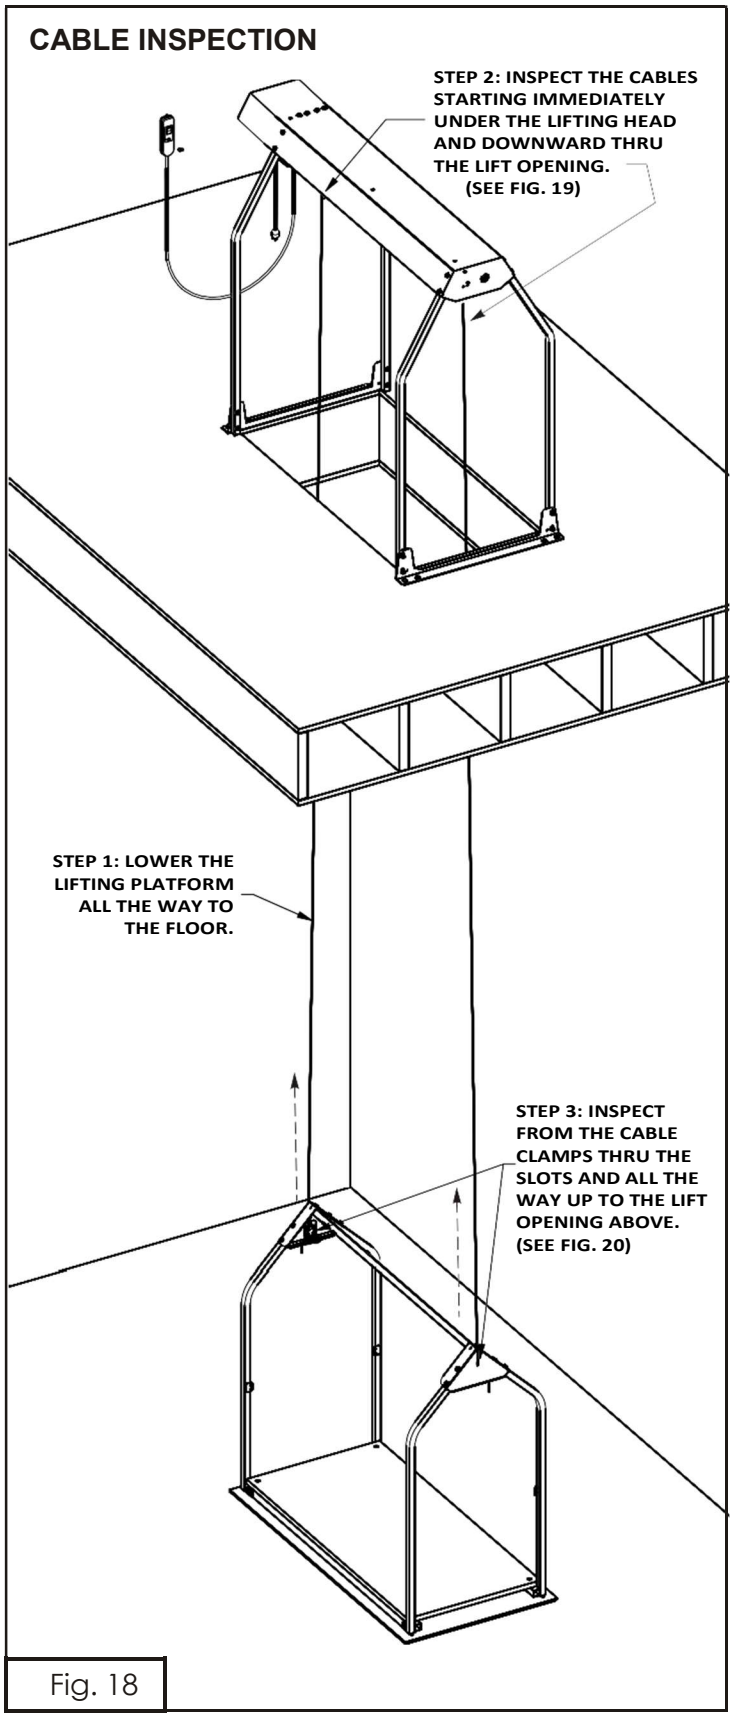
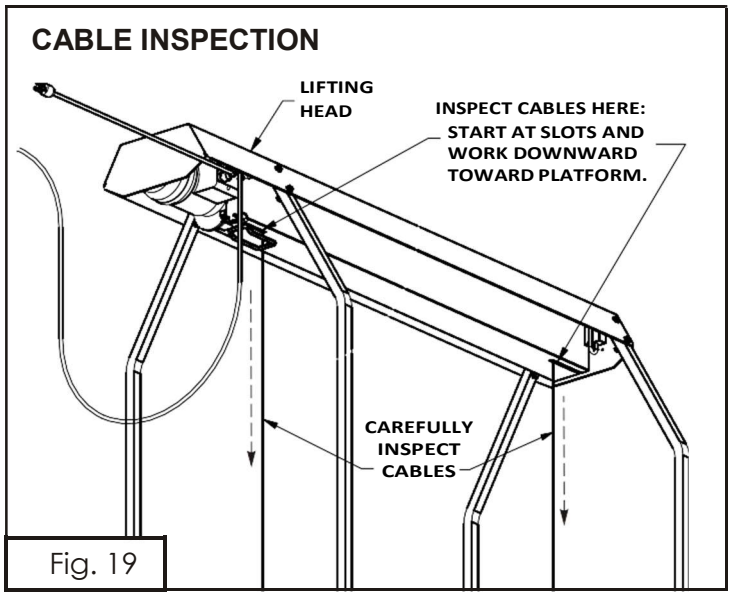
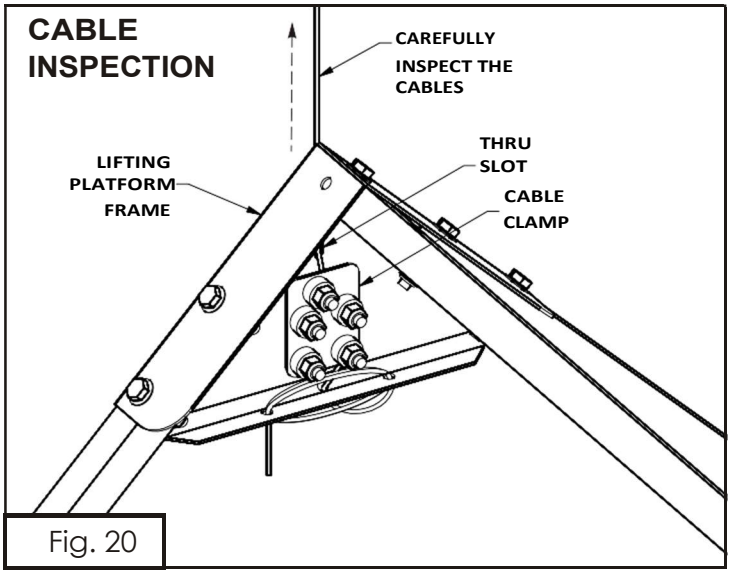

Fig. 18
Fig. 19
Fig. 20
12.2. Inspect the cables for wear before each use: Lower the lifting platform all the way to the floor (Fig. 18) by following the Operating Procedures on page 9. Carefully inspect the cables for any frayed or broken filaments, kinks or knots. Start by looking immediately under the lifting head where the cables exit the slots in the bottom of the head (Fig. 19). With your eyes only, inspect the cables as far down toward the platform as you can see (do not lean into the opening). Go downstairs and inspect the cable from the bottom, starting from the cable clamps inside the platform frame, (Fig. 20) through the slots in the corner of the frame and then up the cables toward the lifting head as far as you can see. If you should observe any frayed or broken filaments, kinks or knots, or other damage, immediately stop using the lift and call 405-516-2412 to arrange replacement of the cables. **Warning: It is dangerous to operate the lift with any damaged or worn cables!**
Lower the platform to inspect the cables from the underside of the lifting head (Fig. 19) all the way down through the slot in the lifting platform frame (Fig. 20).